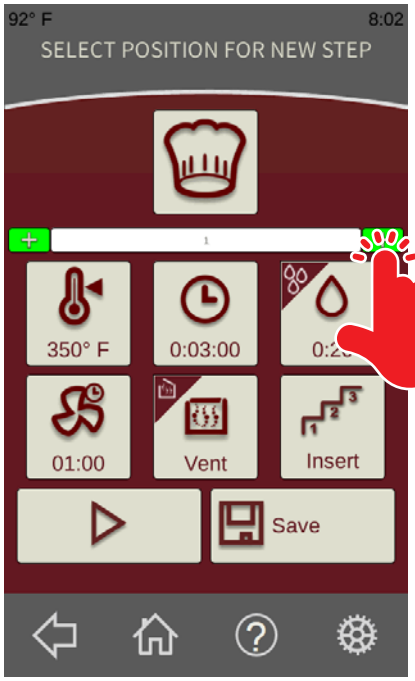

Fig. 27
3. From the ***Standard Recipe Run Screen*** (Fig. 27), touch the green plus box in the desired location for the additional step.